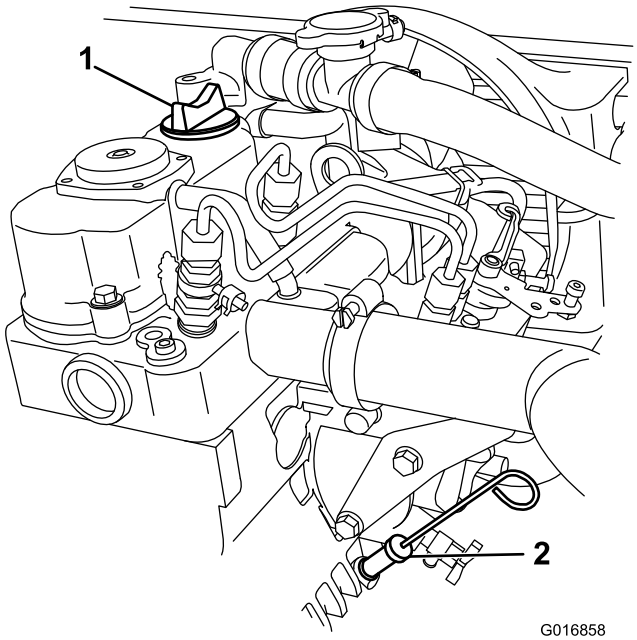

Rysunek 37
8. Oczyść okolice wskaźnika poziomu oleju i korka wlewu, a następnie wyjmij wskaźnik (Rysunek 37).